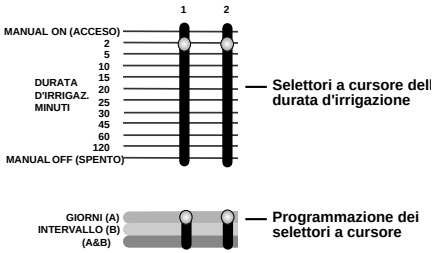

FIGURA 9: Selettori a cursore
- Impostare il selettore a cursore di programmazione per tutte le stazioni da assegnare al programma A o B o ad entrambi **[vedere Figura 9]**.